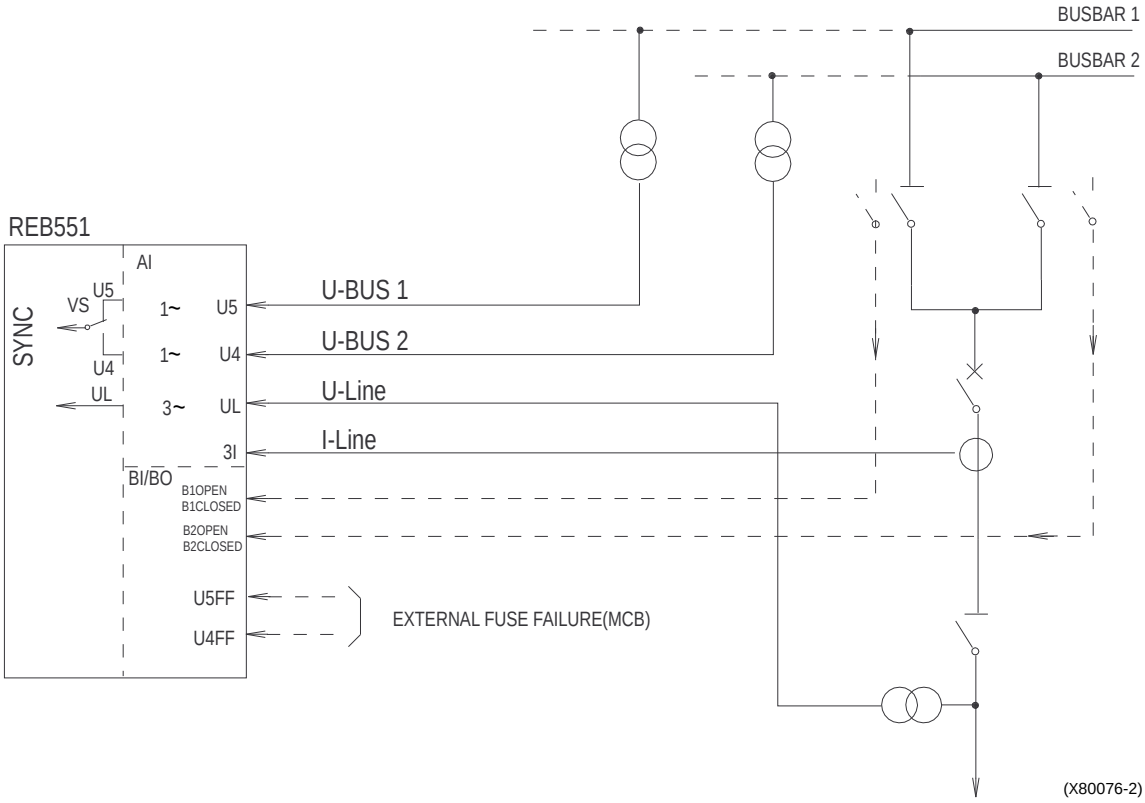

Fig. 2 Voltage selection in a double bus, single breaker arrangement.
The principle for the connection arrangement is shown in Fig. 2. One breaker terminal unit is used and can be combined with one or two line protections. For the synchronism check (SYNC) and energizing check function, the voltages on the two busbars are selected by breaker terminal unit. The bus voltage (U-bus1) from bus 1 is fed to the analogue single-phase input U5, and the bus voltage (U-bus2) from bus 2 is fed to the single-phase input U4. The line voltage transformers are connected as a three-phase voltage (UL1,UL2,UL3) to the analogue input U-Line (UL). The selection of the bus voltage is made by checking the position of the disconnectors' auxiliary contacts. These should be connected to the binary inputs “SYNC-B1OPEN” (Breaker section 1 open), “SYNC-B1CLOSED” (Breaker section 1 closed) and “SYNC-B2OPEN“ (Breaker section 2 open), “SYNC-B2CLOSED“ (Breaker section 2 closed). These signals are in the default configuration connected to the binary I/O module no:5. An input for an extra fuse failure signal (or tripped fuse switch / MCB) can be used, SYNC-U4FF or SYNC-U5FF (external fuse failure input). Where a three-phase voltage is connected, (U-Line) the internal fuse failure can be used as the feeder voltage (U-Line). In the default configuration the signal FUSE-VTSU is connected to the SYNC-VTSU input. The internal fuse failure function is a basic function in the breaker terminal unit and is selected on the MMI.